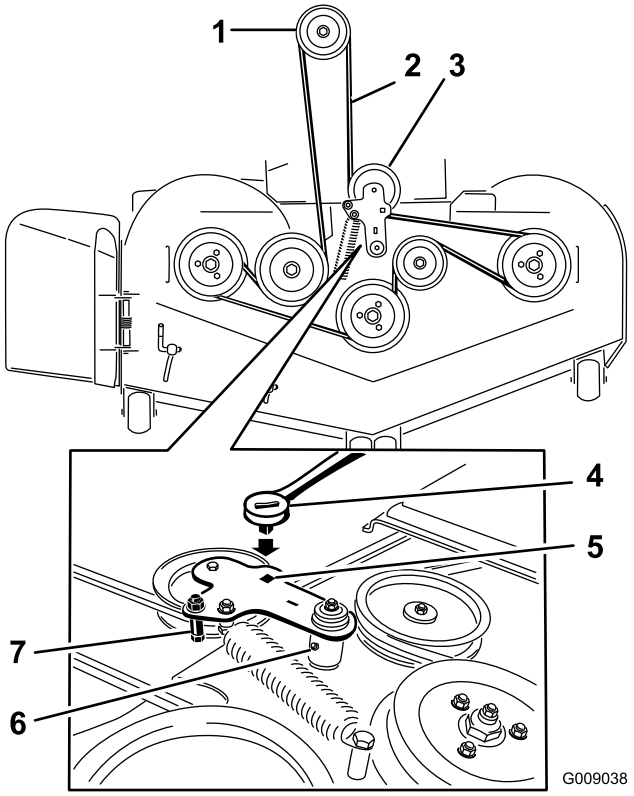

Figur 96
6. Lyft upp fotplattan och för in en spärrhake i det fyrkantiga hålet i däckets remskiva (Figur 96).
7. Vrid däckets mellanskiva medurs och ta bort klipparremmen (Figur 96).